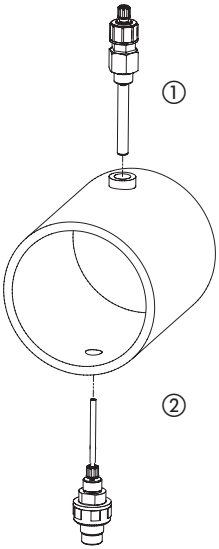

Fig. 7.3: Injection point mounting positions
The injection points are there to intervene on the metered mediums in a main current and also fufill the function of reversal at the same time. The injection piece is mostly mounted from the top in the main line ① (see fig. 7.3). It is recommended to mount it from the bottom if there are media which are subject to granulation, so that air locks cannot be sealed inside ②.